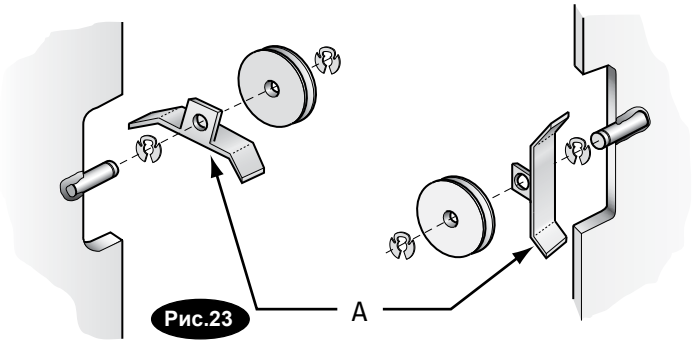

Рис. 23 - сборочные части
A) Установите кабельную защелку шкива ,крышки шкивов и удерживающие кольца в верхнюю прорезь стойки силового блока согласно рис. 23.